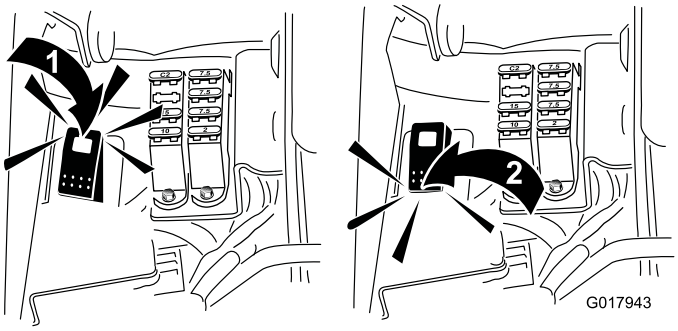

Figur 57
5. För slipningsbrytaren till bakåtläget (R) (Figur 57).